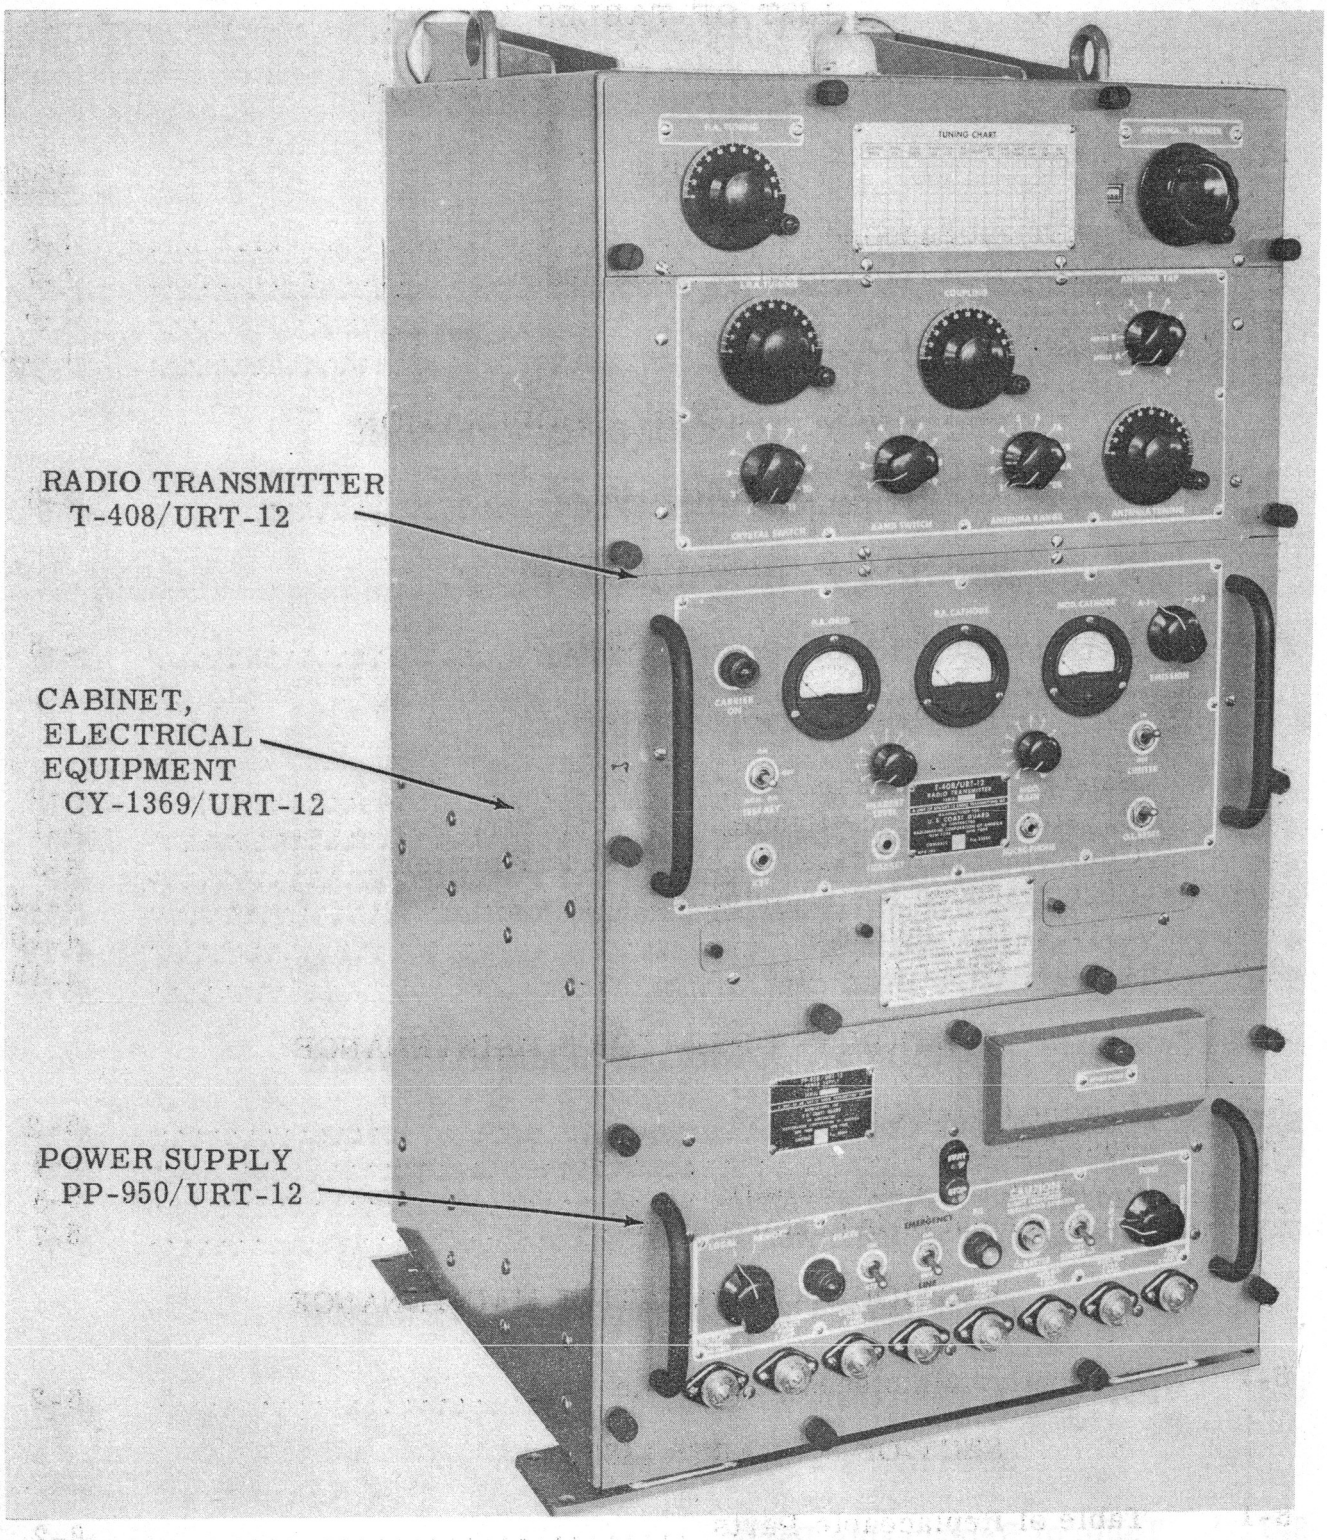
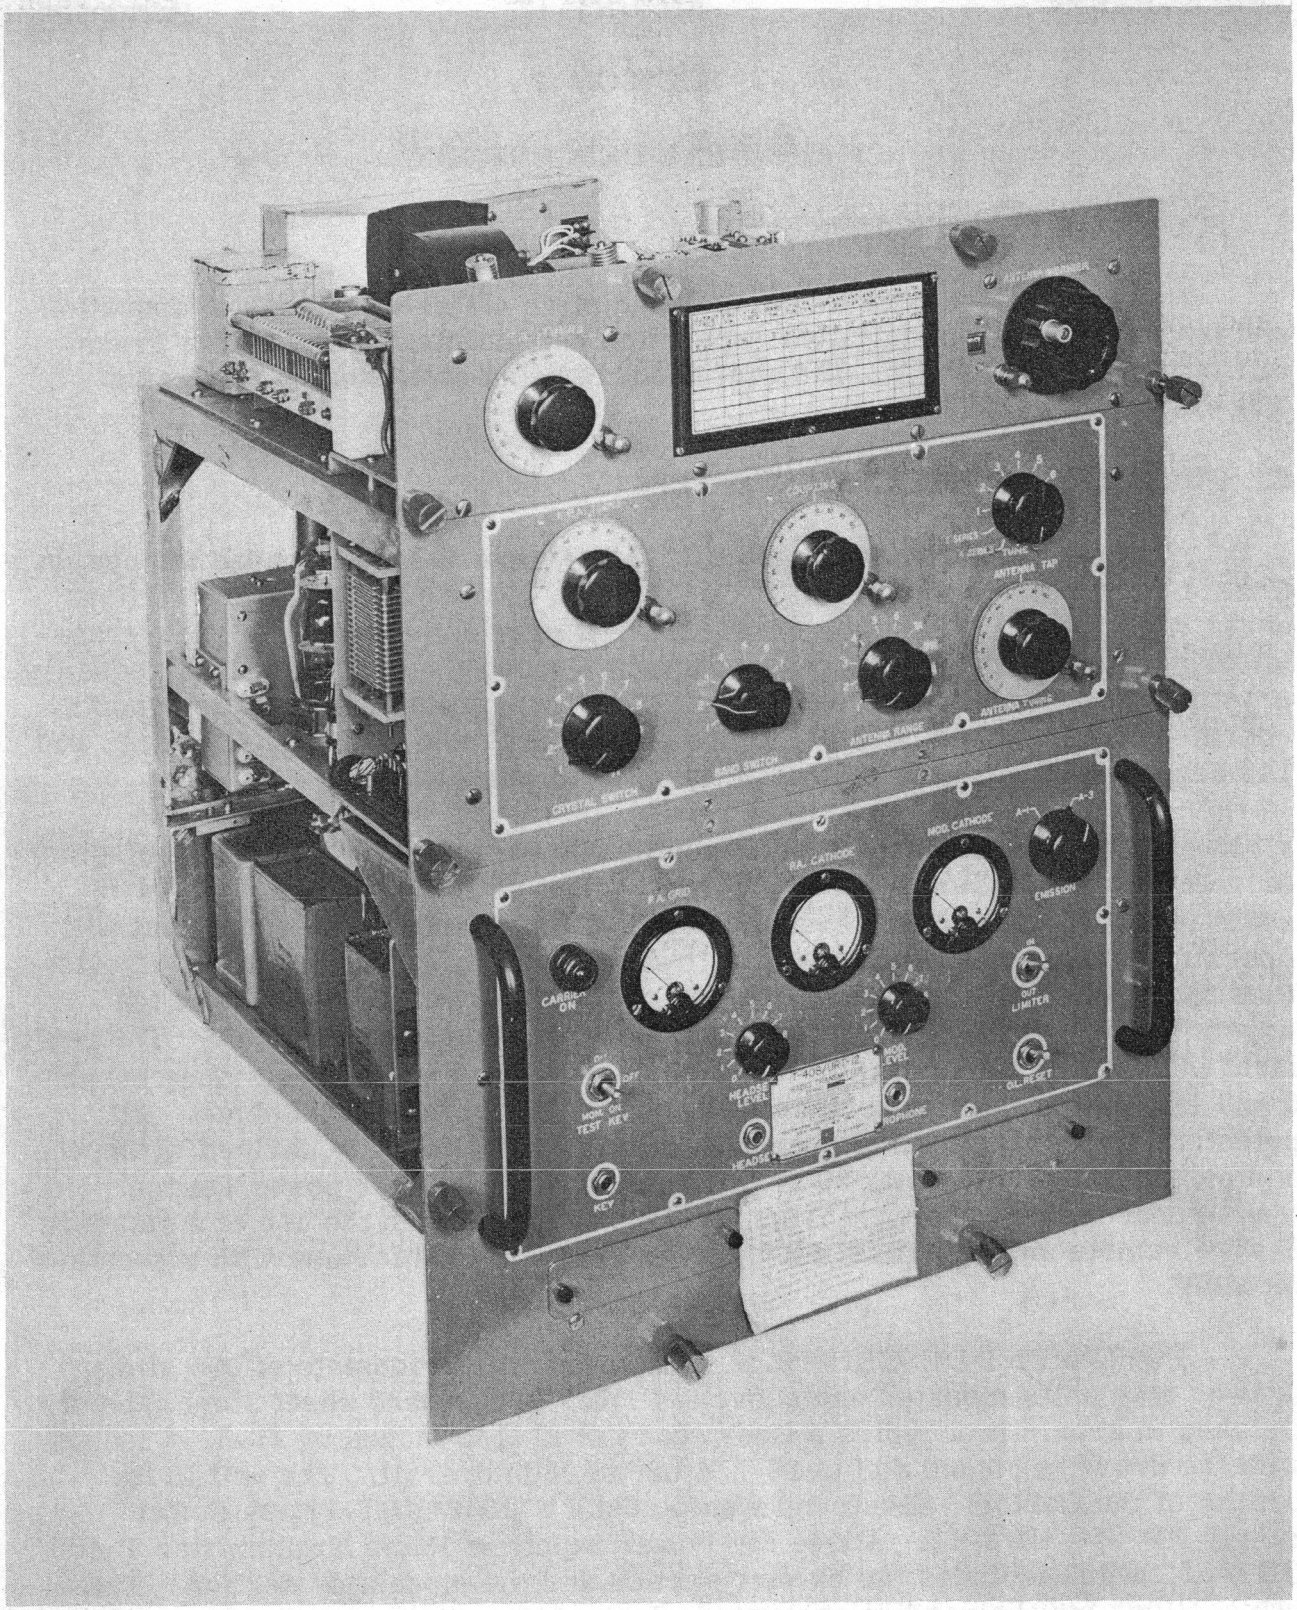
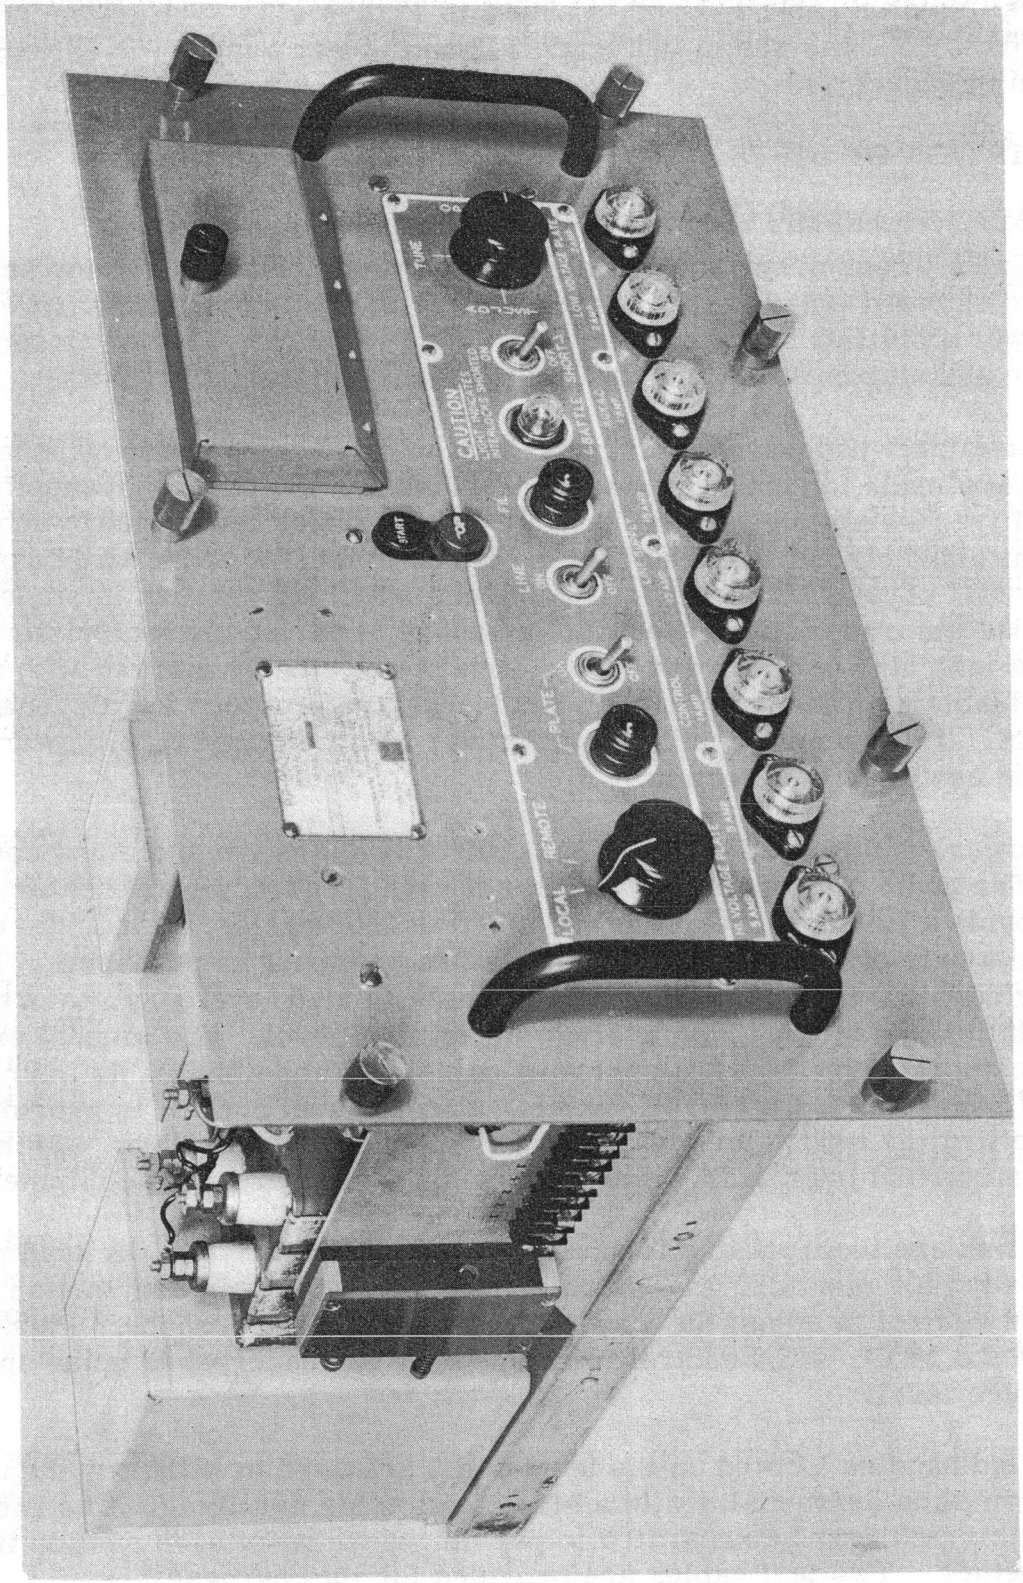

Figure 1-1. Radio Transmitting Set AN/URT-12, Relationship of Units
Figure 1-2. Radio Transmitter T-408/URT-12
Figure 1-3. Power Supply PP-950/URT-12
a. Radio Transmitting Set AN/URT-12 (Figure 1-1) is intended for use on Coast Guard vessels and at Coast Guard radio communication shore stations under widely varying climatic conditions. It provides a complete radio transmitting facility with the exception of antenna, power source, channel frequency crystals, keying and phone equipment. The transmitter has been designed to operate at ambient temperatures between -15 deg. and +65 deg. C (5 deg. and 149 deg. F) and in a relative humidity up to 95 percent.
of the equipment are on the front panels of the units. A blower is provided for adequate filtered ventilation and tube cooling. Cables for interconnection of the units are mounted in the cabinet. The necessary power input cables are not supplied. The complete equipment consists of the major units and accessories listed in Table 1-1 and is shown in Figure 1-1. The Radio Transmitter T-408/URT-12 is shown in Figure 1-2 and Power Supply PP-950/URT-12 is shown in Figure 1-3.
a. RADIO TRANSMITTER T-408/URT-12 (See Figure 1-2).
b. POWER SUPPLY PP-950/URT-12 (See Figure 1-3).
c. CABINET, ELECTRICAL EQUIPMENT (See Figure 1-1).